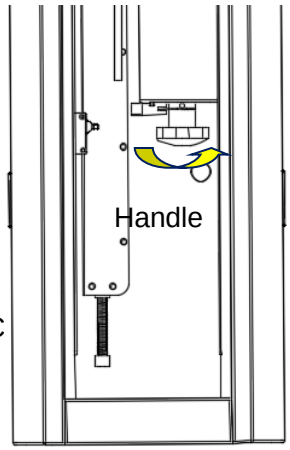

Figure 5-3
3) Use the motor handle to lift the boom in the case of a power failure, See Figure 5-3.